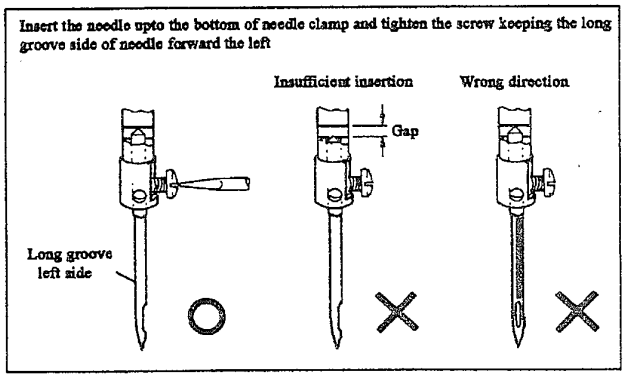

Fig.2
4、HOW TO ATTACH A NEEDLE (Fig.2)